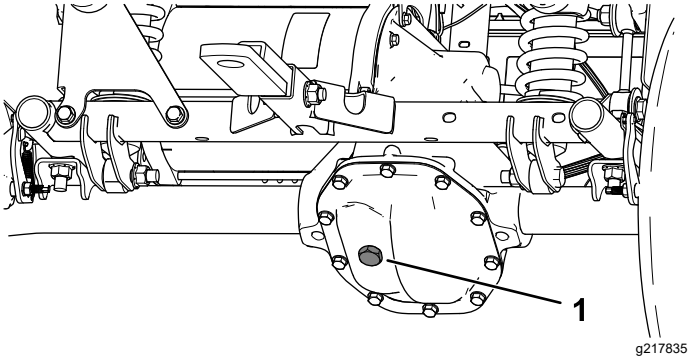

Figur 47
4. Fjern påfyldningsproppen på transakslen (Figur 47).
5. Hvis væskestanden er lav, skal du fjerne påfyldningsproppen og påfylde den angivne væske, indtil den løber ud af hullet (Figur 47).
4. Fjern påfyldningsproppen på gearkassen, og påfyld gearkassen med den angivne væske, indtil den løber ud af påfyldningshullet (Figur 47).